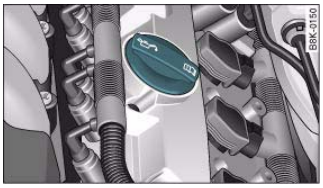

Fig. 226 Engine compartment: Engine oil filler cap
– Unscrew cap from oil filler opening ⇒ *page 234,* fig. 226.